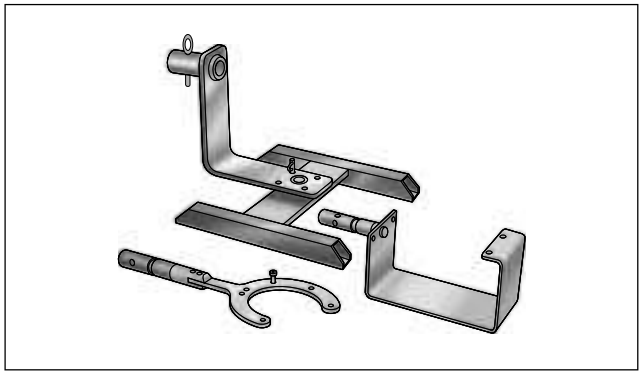

Figure 3-12. Engine/Transmission Bench Stand (Part No. HD-42310)
31. Using the TWIN CAM 88 CRADLE (HD-42310-2), install engine in BENCH STAND (HD-42310) or ROLLING STAND (HD-43646A). See Figure 3-12.